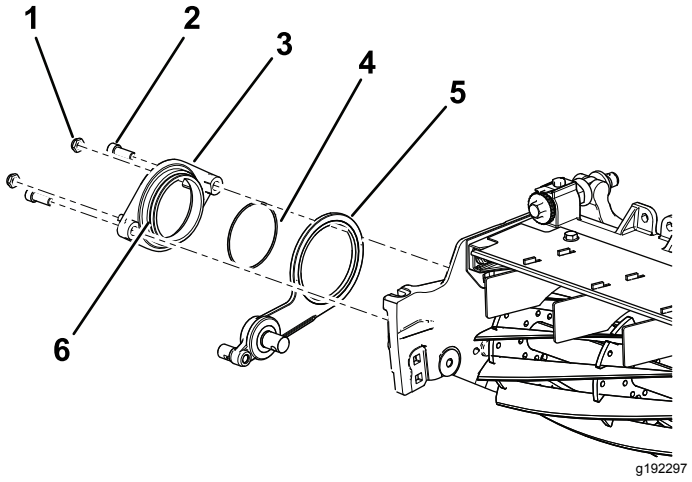

Bild 9
3. Tragen Sie Gleitmittel auf den Außendurchmesser der Drehbüchsen auf (Bild 9).
4. Befestigen Sie die Drehbüchse mit zwei Innensechskantschrauben (⅜" x ¾") über der Spannscheibe an der Spindel) (Bild 9).
5. Befestigen Sie die zwei Sicherungsmuttern lose an der Drehbüchse (Bild 9).